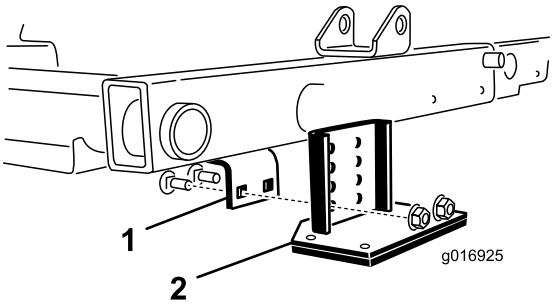

Rysunek 8
2. Zlokalizuj uchwyt na ramie powyżej centralnej jednostki tnącej (Rysunek 8).
3. Naciskając w dół przednią rolkę centralnej jednostki tnącej ustal, które otwory we wsporniku odchylania pasują do otworów w uchwycie na ramie, dzięki czemu po zamontowaniu wspornika odchylania zachowany zostanie ten sam punkt kontaktu z rolką (Rysunek 8).
4. Opuść jednostki tnące i przykręć do ramy wspornik odchylania za pomocą śrub podsadzanych (2 szt.) i nakrętek dostarczonych w zestawie (Rysunek 8).